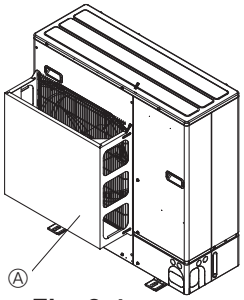

Fig. 2-4
② Installer un guidage d’air et un guidage de sortie d’air en option si l’appareil a été placé à un endroit où les vents violents d’un typhon, etc. peuvent directement s’ engouffrer dans la sortie d’air. (Fig. 2-4)